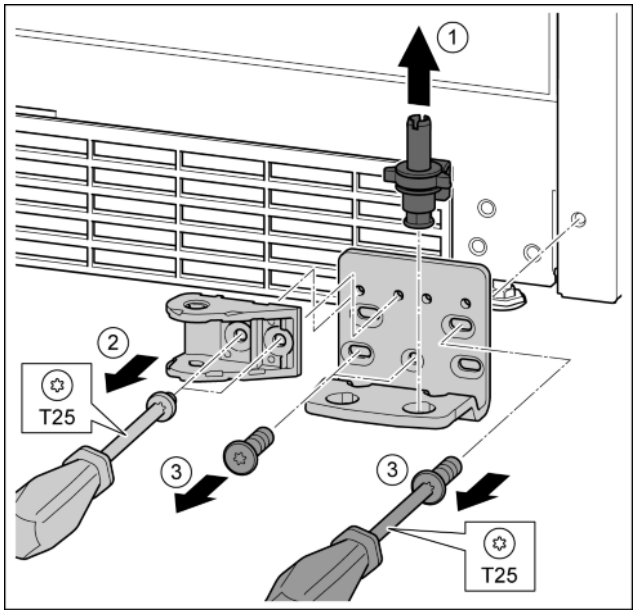

Fig. 29
- ▶ Ložiskový čep celý vytáhněte nahoru. *Fig. 29 (1)*
- ▶ Šroubovákem T25 vyšroubujte šrouby a sejměte dveřní závěs. *Fig. 29 (2)*
- ▶ Šroubovákem T25 vyšroubujte šrouby a sejměte stojan ložiska. *Fig. 29 (3)*